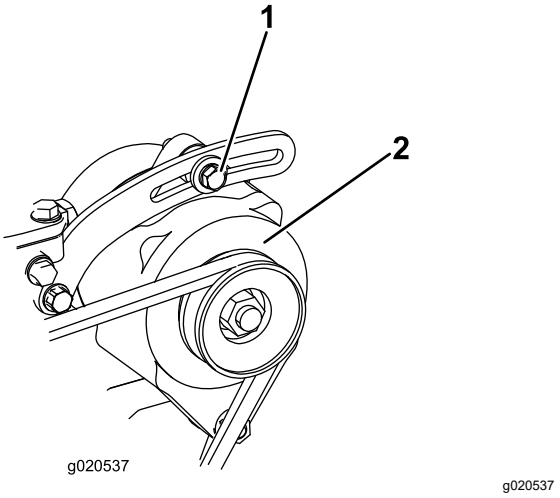

Figuur 98
1. Als de indrukking niet correct is (10 mm), moet u de montagebouten van de wisselstroomdynamo losdraaien (Figuur 98).